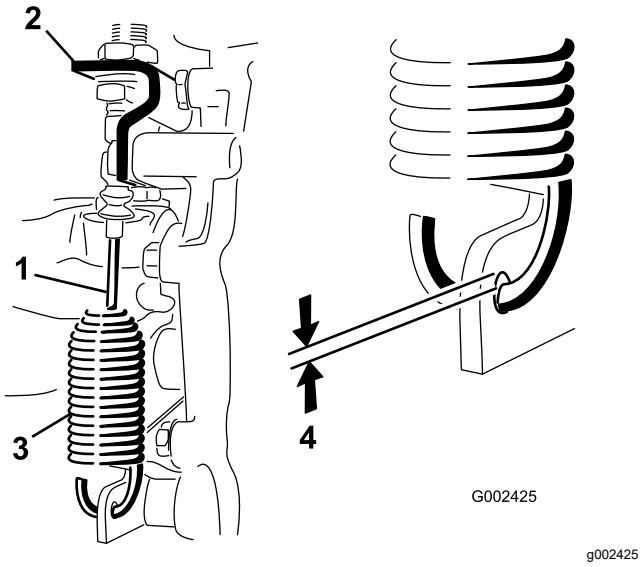

Bild 45
2. Lösen Sie die Klemmmuttern, mit denen das Differenzialsperrkabel am Getriebe befestigt ist (Bild 45).